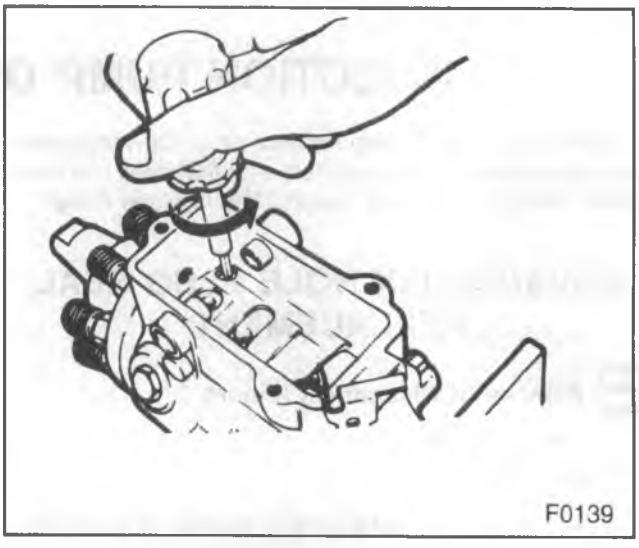

Figure 32—Vent Wire Assembly
4. Housing vent wire screw assembly (figure 32).
9. Housing vent wire screw assembly (figure 32).